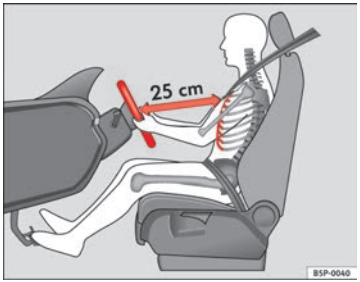

Fig. 115 Proper sitting position for driver
– Adjust the steering wheel until the correct position is set ⇒ fig. 115.
- **Adjust the driver seat or steering wheel so that there is a distance of at least 25 cm between the steering wheel and your chest ⇒fig. 115. If you fail to observe the minimum distance, the airbag will not protect you. Risk of fatal injury.**